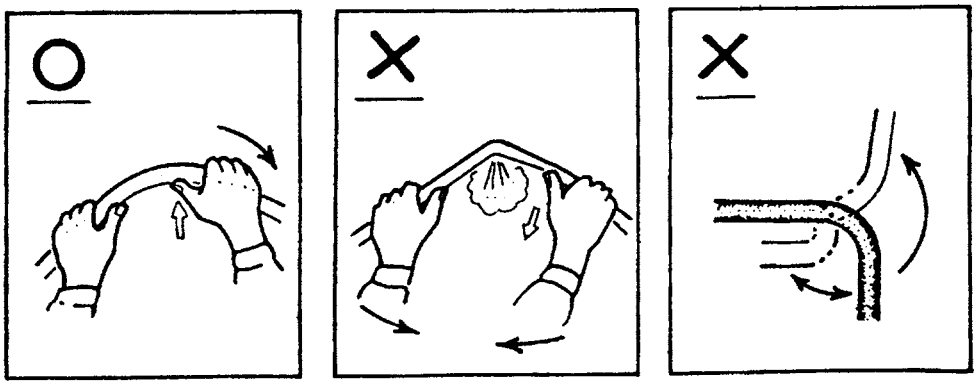

Fig. 101
(2) When bending the pipe, make sure that radius of the bend must be at least 10cm, or the pipe may get flat; once the pipe is bent, do not bend it back and forth repeatedly, or it may get twisted or crack (see Fig. 101)